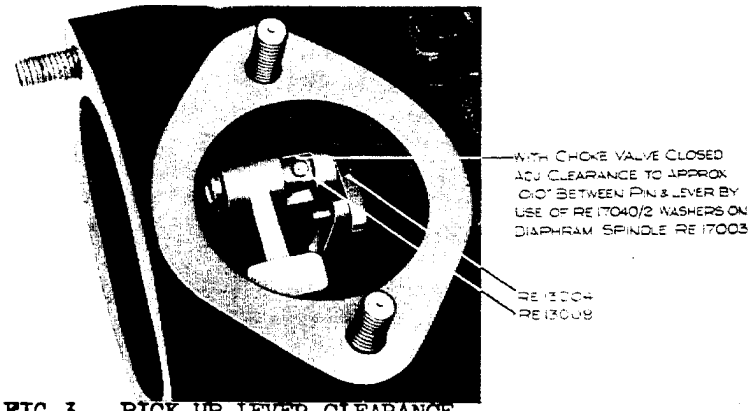
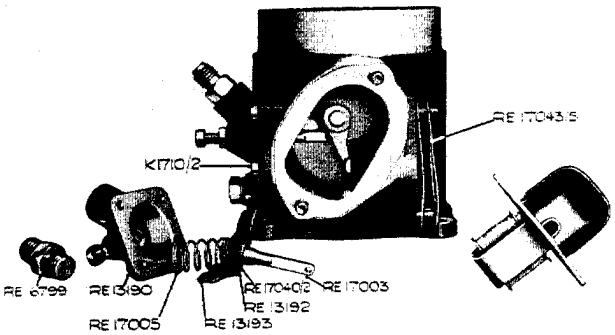

FIG.3. PICK-UP LEVER CLEARANCE.
FIG.4. CHOKE VALVE DISMANTLED.
2. With the choke valve in the closed position, a small radial clearance, .010", is necessary between RE.13008 pin and the pick-up lever RE.13204, Fig.3. This is obtained by adjusting the length of RE.17003 rod, with the adjusting washers RE.17040/2, Fig. 4.